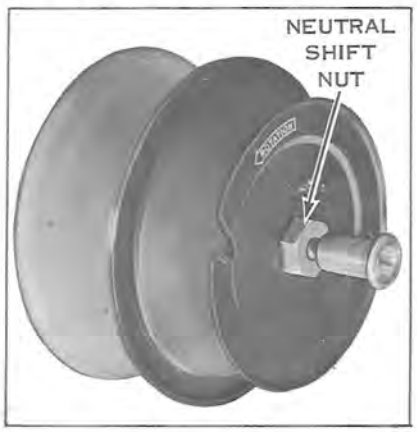

Figure 9-5
a. Unscrew neutral shift nut from main shaft and sheave assembly, and remove neutral lock-out assembly (see Figure 9-5). Remove end cap and sliding sheave from main shaft.